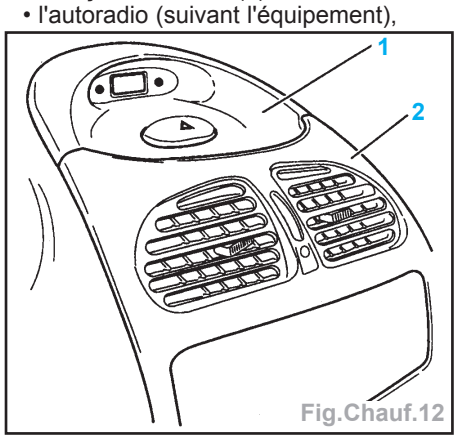

Fig.Chauf.12
- Déposer (Fig.Chauf.12) :
- la façade centrale sup. (1),
- la façade centrale (2),